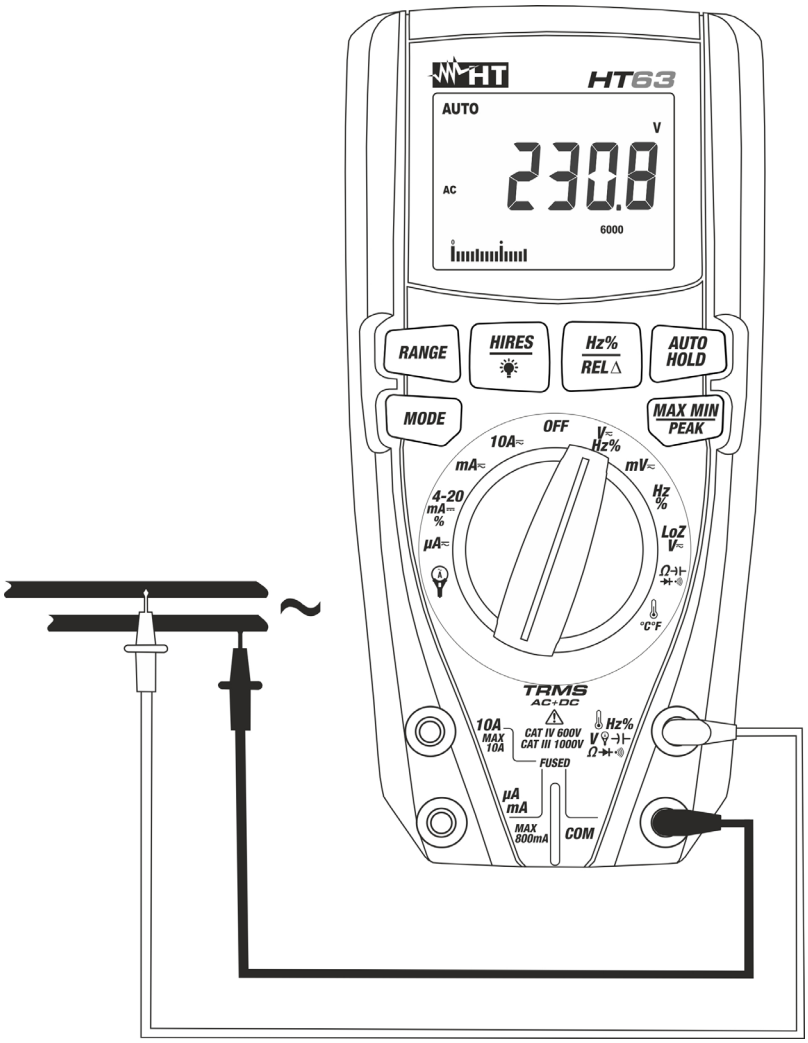

Fig. 3: Mesure de Tension AC
4. Positionner l'embout rouge et l'embout noir dans les points du circuit sous test (voir la Fig. 3). La valeur de tension apparaît à l'écran